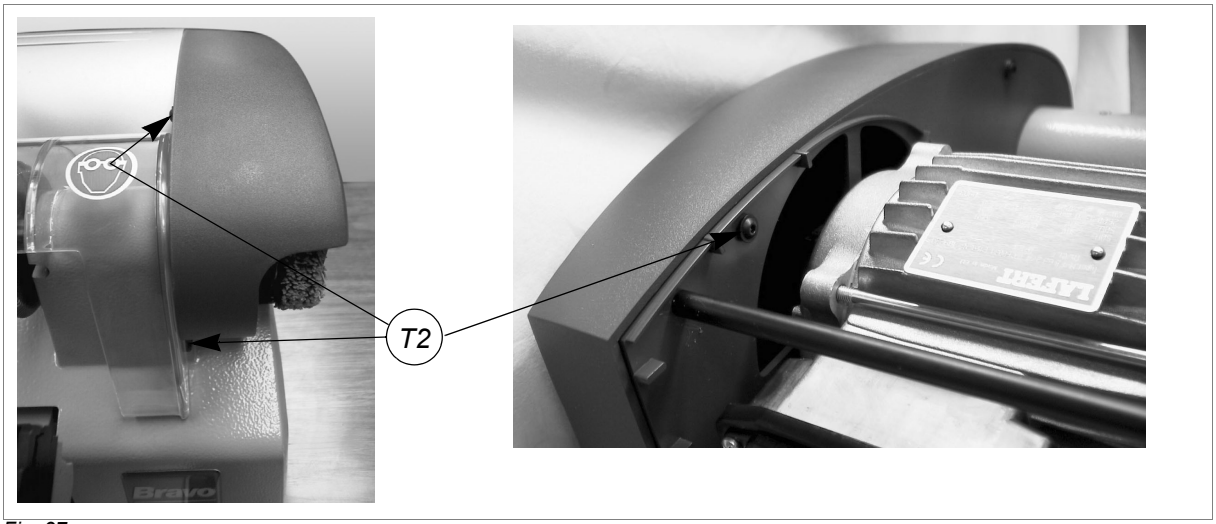

Fig. 37
4) Loosen the 3 screws (T2) (fig.37) on the belt cover and remove (pull out towards the front of the machine).
6) Loosen the nuts (U1) on the stay bolts (U2) and remove together with their washers (fig.37).
4) Loosen the 3 screws (T2) (fig. 37, page 25) on the belt cover and remove (pull towards the front of the machine).
6) Replace the belt cover and fix with the 3 screws (T2) (fig. 37, page 25).
7) Loosen the 3 screws (T2) (fig. 37, page 25) on the belt cover and remove (pull towards the front of the machine).
16) Replace the belt cover and fix with the 3 screws (T2) (fig. 37, page 25).